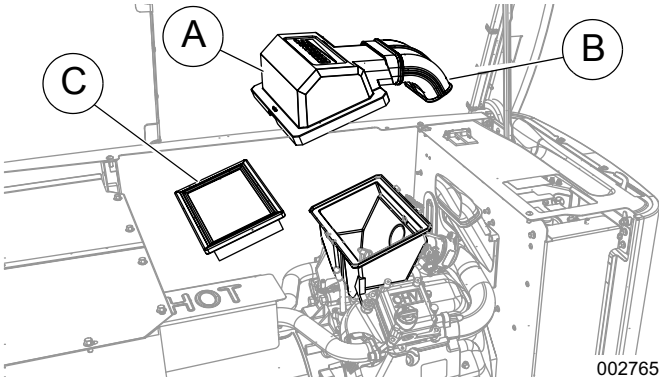

Figure 6. Removing the Airbox Cover (11–22 kW)
1. See *Figure 6*. Remove the airbox cover (A), intake elbow (B), and air filter (C).